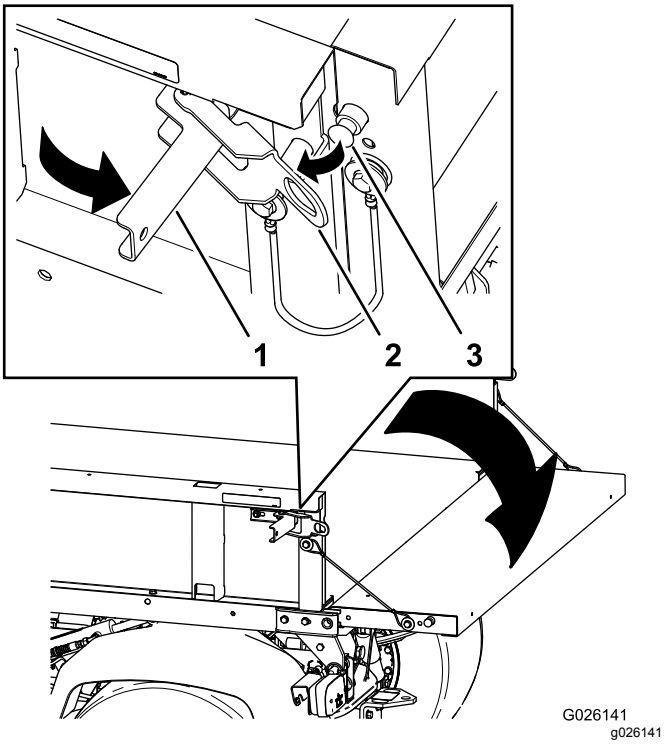

**Bild 16**
2. Öffnen Sie die Riegel an der rechten und linken Seite der Ladepritsche und senken Sie die Heckklappe ab (Bild 16).